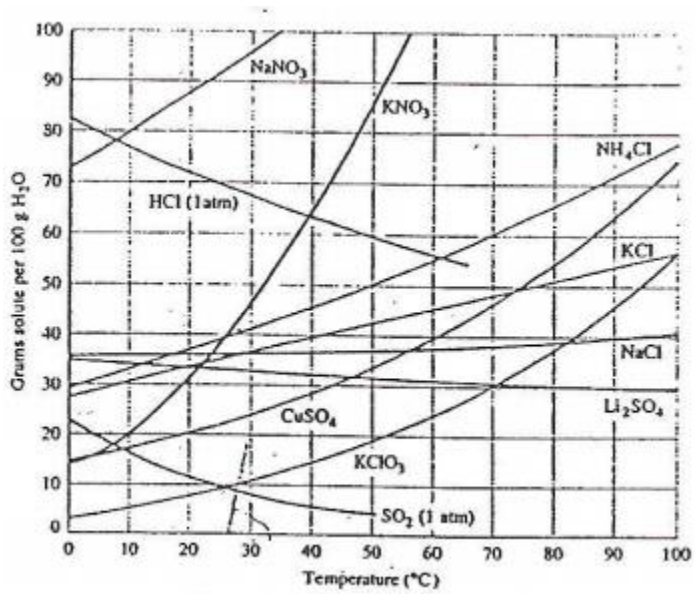

Fig. 1: Solubility of solids and gases at different temperatures
In general, the solubility of solids increases with increasing temperature whereas the solubility of gases decreases with increasing temperature (Fig. 1). The solubility of a compound can be measured in terms of its concentration, and its concentration can be measured via spectrometry. In a spectrometer, a beam of light is shined onto the solution which absorbs some of its intensity while the rest of the light passes through. The instrument measures the ratio of light allowed to pass through the sample against the its original intensity, giving readings in units of percent transmittance (%T). Since percent transmittance is based on an arbitrary scale of 0-100%, it is usually converted into absorbance (A) by Eqn. 2. Absorbance is a decimal and a unitless value.